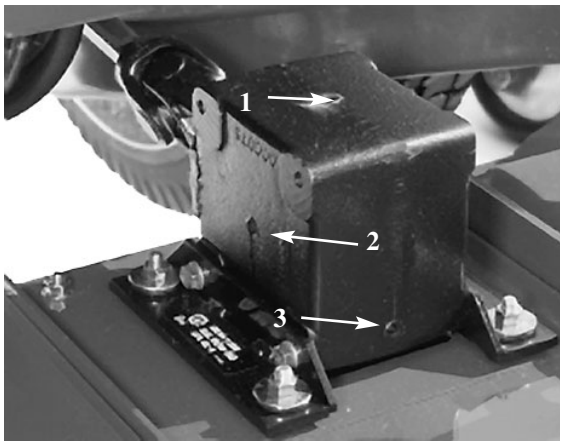

Afbeelding 11
2. Plaats de machine en de maai-eenheid op een horizontaal vlak en laat de maai-eenheid zakken. Verwijder de controleplug uit de zijkant van de tandwielkast (Afb. 11) en controleer of het smeer tot aan de onderkant van het gaatje komt. Indien het smeerpeil te laag is, moet u de vuldop bovenop de tandwielkast verwijderen en voldoende SAE 80-90 tandwielsmeer bijvullen totdat het smeer aan de onderkant van het gaatje staat.